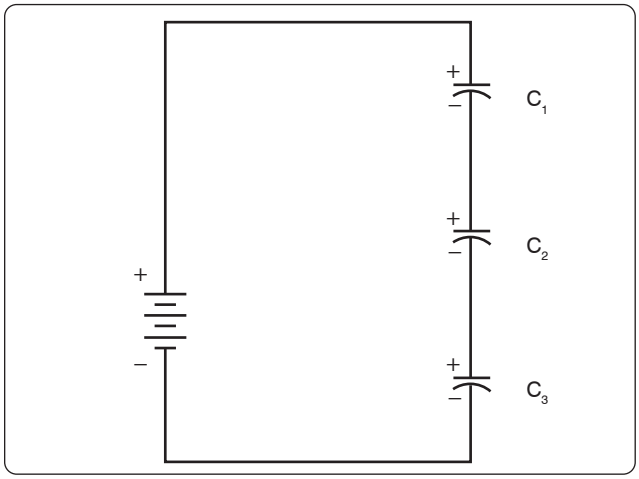

Figure 12-121. *Simple series circuit.*
When capacitors are placed in series, the effective plate separation is increased and the total capacitance is less than that of the smallest capacitor. Additionally, the series combination is capable of withstanding a higher total potential difference than any of the individual capacitors. *Figure 12-121* is a simple series circuit. The bottom plate of C_1 and the top plate of C_2 is charged by electrostatic induction. The capacitors charge as current is established through the circuit. Since this is a series circuit, the current must be the same at all points. Since the current is the rate of flow of charge, the amount of charge (Q) stored by each capacitor is equal to the total charge.